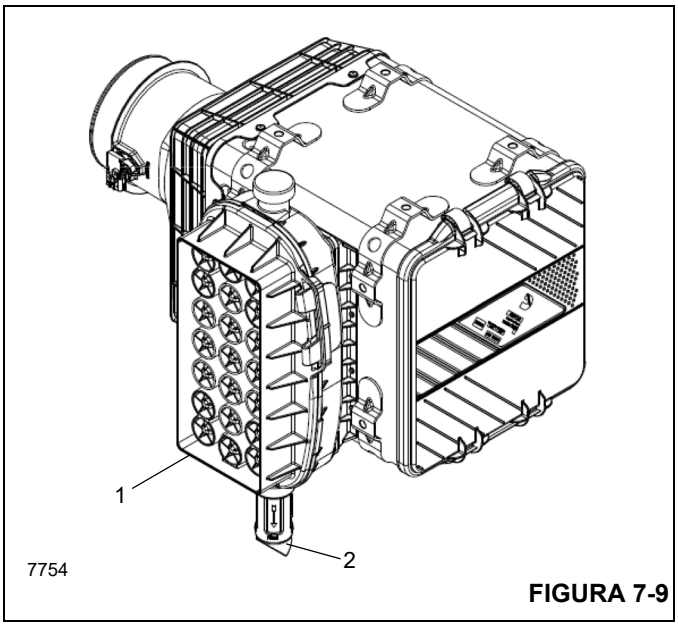
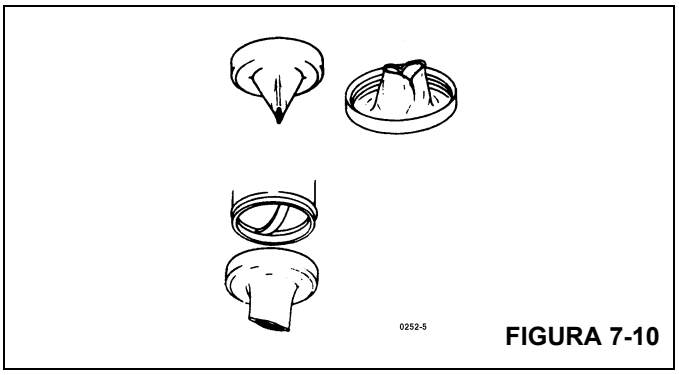

FIGURA 7-9
FIGURA 7-10
O pré-purificador (1) (Figura 7-9) evita a entrada de detritos grandes no purificador de ar e deve ser limpo periodicamente, especialmente ao trabalhar em condições severas de poeira. Remova a metade superior do pré-purificador liberando as duas travas nas laterais do pré-purificador. Remova todos os resíduos de dentro do pré-purificador e monte novamente.
As válvulas Vacuator (20, Figura 7-3, (2 Figura 7-9 e Figura 7-10) são projetadas para expelir automaticamente a poeira solta e sujeira do corpo do purificador, prolongando assim a vida útil do elemento. Os lábios da válvula devem estar voltados diretamente para baixo e sem detritos para operar eficientemente. Lama e resíduos podem se alojar nesses lábios periodicamente, mantendo-os abertos durante a operação do motor.